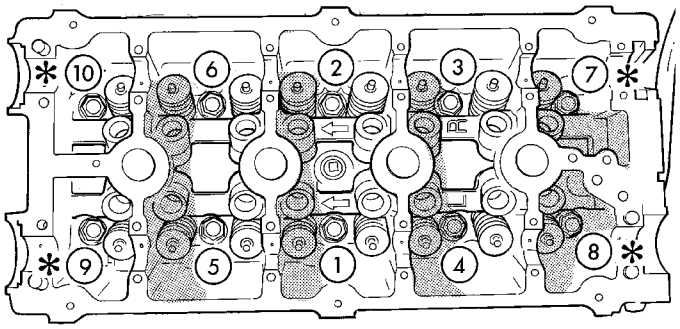

Fig. 33 Secuencia de torsión de la culata de cilindros
(1) Antes de instalar los pernos, deben engrasarse las roscas con aceite de motor. Los cuatro pernos cortos de 110 mm (4,330 pulgadas) deben instalarse en las posiciones 7, 8, 9 y 10 (Fig. 33).
(2) Apriete los pernos de la culata de cilindros en la secuencia que se muestra en la (Fig. 33). Siga el procedimiento de cuatro pasos que se indica a continuación.